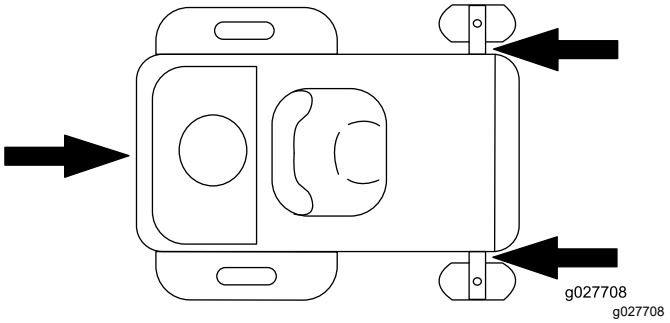

Figuur 34
6. Zet de machine vast bij de voorste zwenkwielen en het achterframe; gebruik hierbij spanbanden, kettingen, kabels of touwen (Figuur 34). Raadpleeg de lokale vereisten inzake de bevestiging van machines.